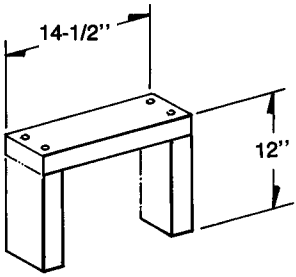

Figure 1
2. Make two mounting frames from 2 x 4’s (Figure 1).